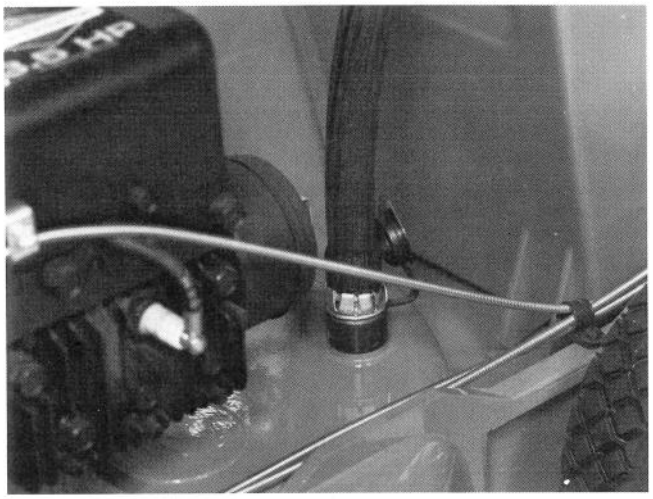

Figure 24
3. Start the engine. Insert end of hose, without nozzle, into wash-out port opening (Fig. 24). Using moderate water pressure, allow water and engine to run for approximately two minutes. The action created by the rotating blade and water flushes accumulations of grass clippings from underside of mower housing. When grass is no longer discharged and color of discharged water is clear again, stop the engine. Pull high tension wire off spark plug after all parts stop moving.